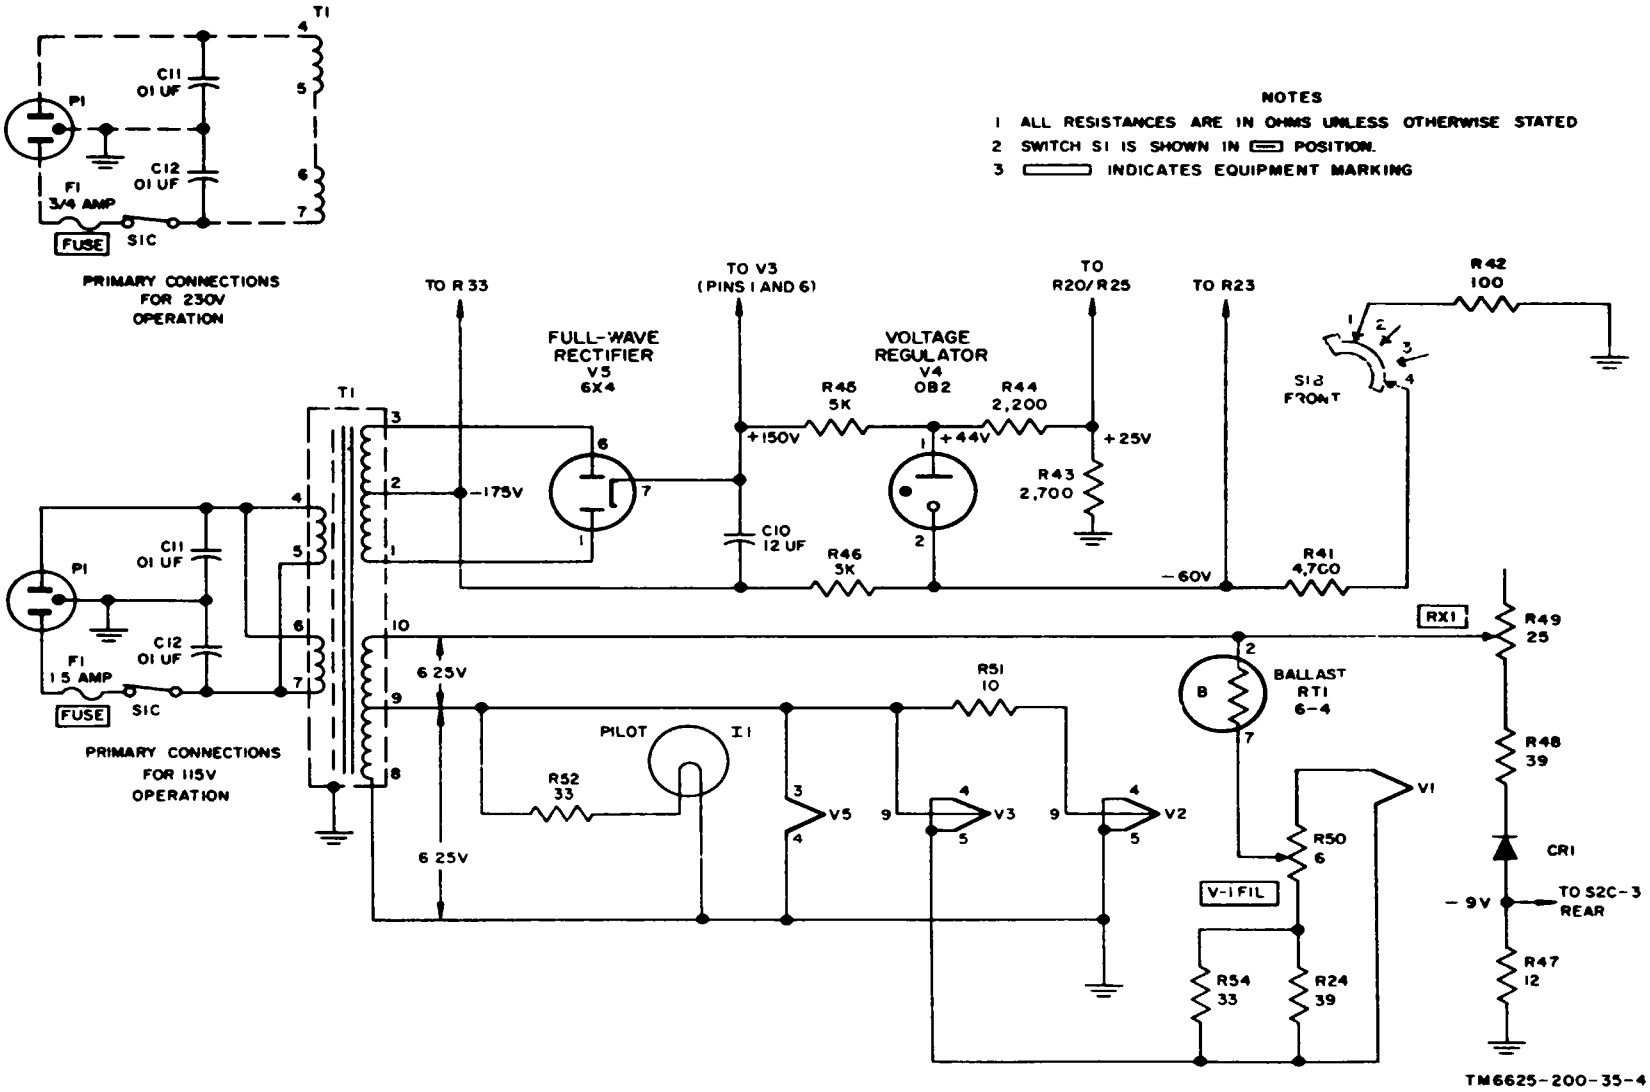

Figure 5-7. Power supply, partial schematic diagram.
a. Impact Power. The ac voltage (115 or 230 volts) is fed from the power source, through power connector Pl (fig. 5-7), FUSE F1, and switch SIC (part of FUNCTION switch S1 (SELECTOR switch in Multimeter ME-26A/U)) to the primary of transformer T1.
(2) For a 115-volt ac voltage input (fig. 5-7), the two primary windings are connected in parallel. For a 230-volt ac voltage input, the two primary windings are connected in series.
(3) Capacitors C11 and C12 prevent spurious voltage, which may be present in the power source, from affecting the equipment. Capacitor C11 and C12 also prevent noise generated in the multimeter from entering the powerline.